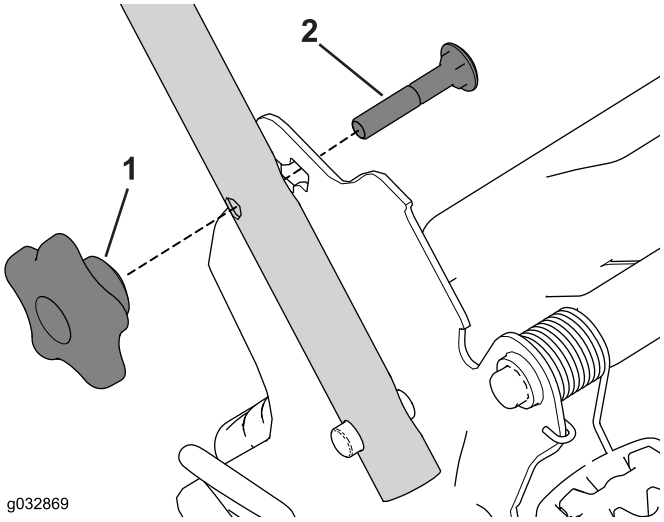

Figura 26
1. Retire e guarde os 2 manípulos e os 2 parafusos de carroçaria dos suportes do manípulo (Figura 26).